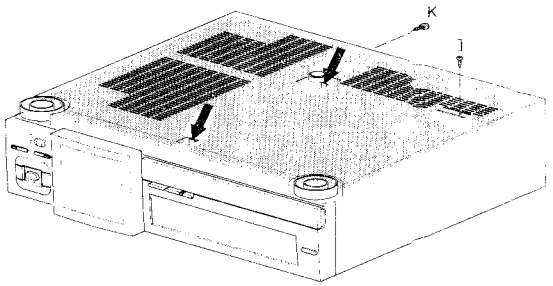

Fig. 2-3
- Schraube I (siehe Bild 2-3) herausschrauben.
- Die Bodenplate ist mittels zweier Einschnappkonstruktionen (siehe Bild 2-3) an dem Gehäuse verriegelt. Durch Entriegeln dieser Einschnappkonstruktionen lässt sich die Bodenplatte dem Gerät entnehmen.